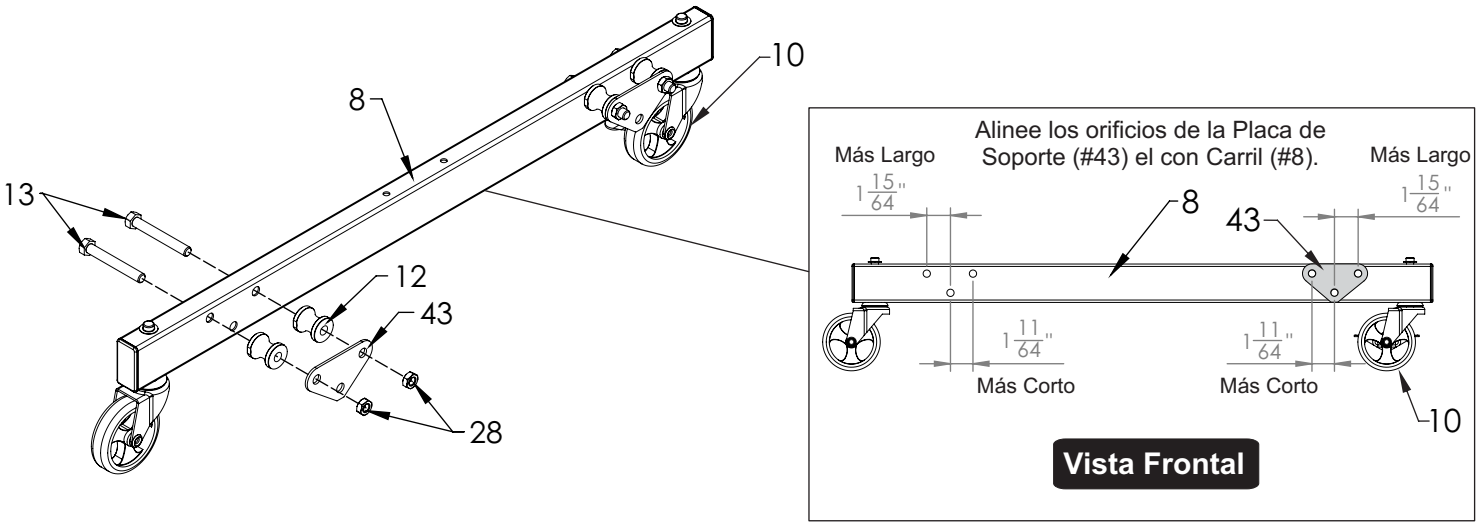

Figura 2
2. Coloque las placas de soporte (#43) en el Carril (#8) para alinear los orificios, la distancia entre los orificios centrales de los orificios laterales es diferente, vea la **Figura 2** y la **Vista Frontal**. Adjunte los Carretes (#12) y las Placas de Soporte (#43) del lado del Carril sin el logotipo, con los Tornillos (#13) y las Tuercas (#28) **pero no los apriete completamente**. Vea la **Figura 2**. Repita el paso para el segundo Carril.